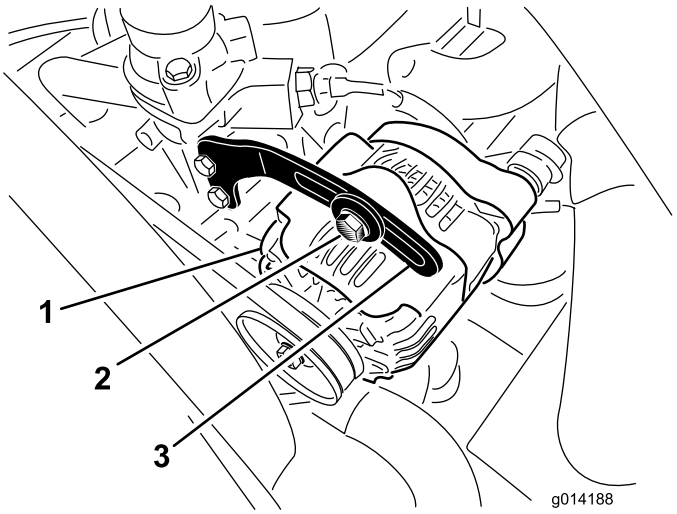

Figuur 57
2. Controleer de spanning van de riem door deze (Figuur 57) midden tussen poelies van de wisselstroomdynamo en de krukas in te drukken met een kracht van 10 kg.
3. Draai de bout los waarmee de beugel aan de alternator (Figuur 57) en de scharnierbout van de alternator is bevestigd.